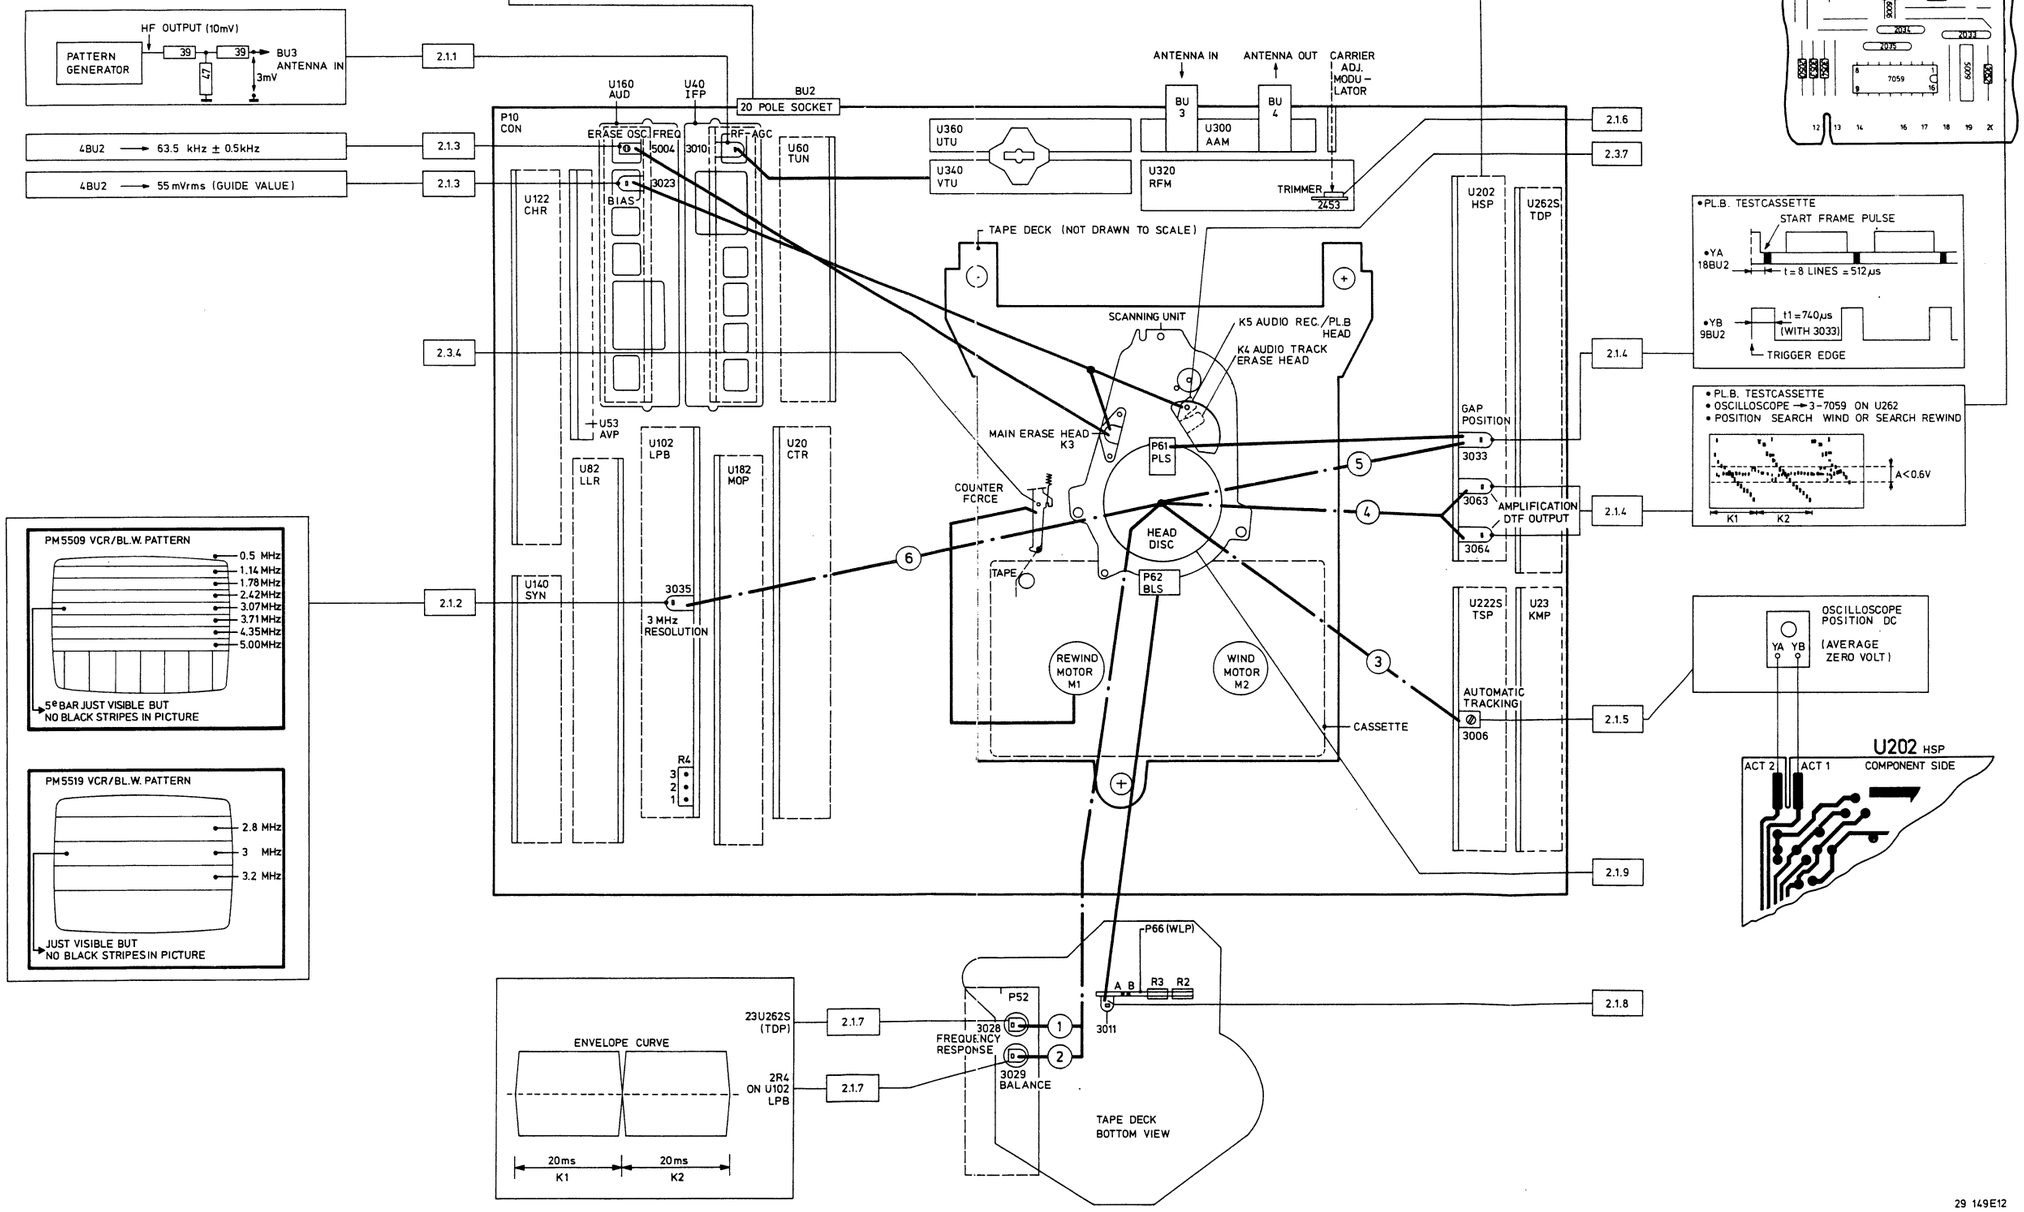

Fig. 2.1
– Position 3033 so einstellen, dass die Breite des Positivimpulses 740 ± 120 µs beträgt (siehe auch t1 in Fig. 2.1).
– 3063 und 3064 dahin einstellen, dass der Verlauf der Regelspannung möglichst gerade ist. (Die mit A im Oszillogramm in Bild 2.1 gekennzeichnete Amplitude soll möglichst klein sein).
– Eingang Y_A eines Oszillographen an Messpunkt ACT1 auf U202 anschliessen, siehe Fig. 2.1.
– Eingang Y_B des Oszillographen an Messpunkt ACT2 auf U202 anschliessen, siehe Fig. 2.1.
- Danach den Oszillographen zwischen 2R4 und 1R4 anschliessen (1R4 ist Masse). Stecker R4 befindet sich auf U102, siehe auch Fig. 2.1.
- Gleichstrommeter anschliessen zwischen den Punkten A und B von P66 (siehe Fig. 2.1.).
- Nach dem Ersatz der Videokopfscheibe müssen 6 elektrische Einstellungen, wie in Abb. 2.1 angegeben, durchgeführt werden. Bei den roten Verbindungslinien ist die Reihenfolge der Einstellungen angegeben.